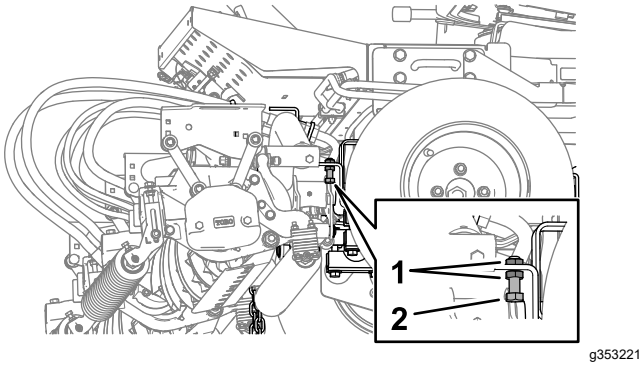

Figuur 28
1. Maak aan elke kant van de machine de contramoeren los en draai de aanslagbouten van de hefarm terug (Figuur 28).